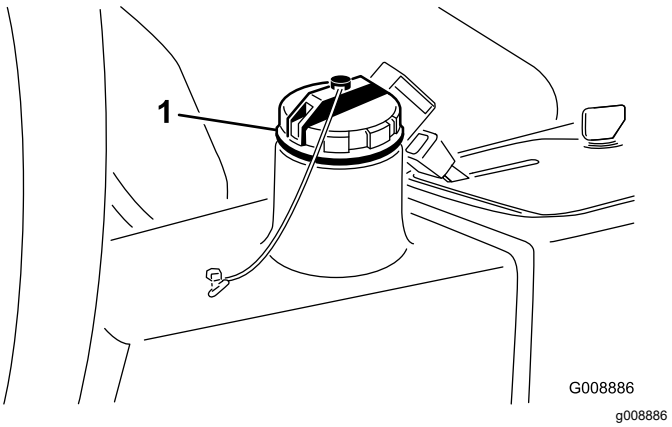

Figur 79
4. Fyll tanken (Figur 79) med cirka 13,2 liter hydraulvätska. Se Kontrollera hydraulsystemet (sida 48).